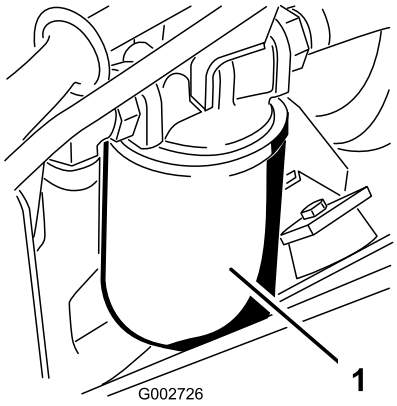

**Figur 40**
3. Ställ ett uppsamlingskärl under hydrauloljefiltret på maskinens vänstra sida (Figur 40).